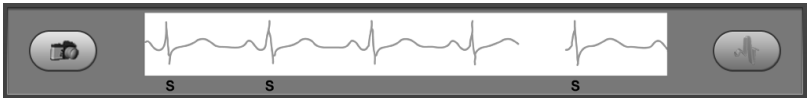
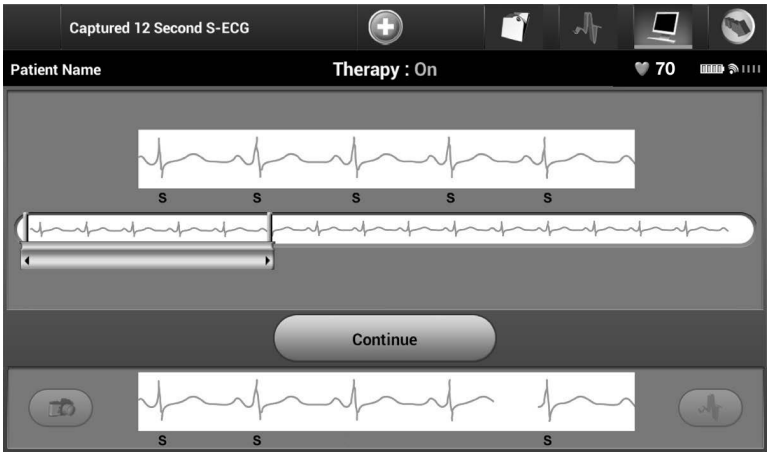

Figure 45: *Select the Capture S-ECG button*
Figure 46: *Captured S-ECG rhythm strip*
1. Select the Capture S-ECG button located to the left of the Live S-ECG window (Figure 45). The S-ECG will scroll across the display screen. Calipers appear below the Captured S-ECG rhythm strip (Figure 46). Each 12-second recording is date and time stamped according to the programmer's date and time setting.